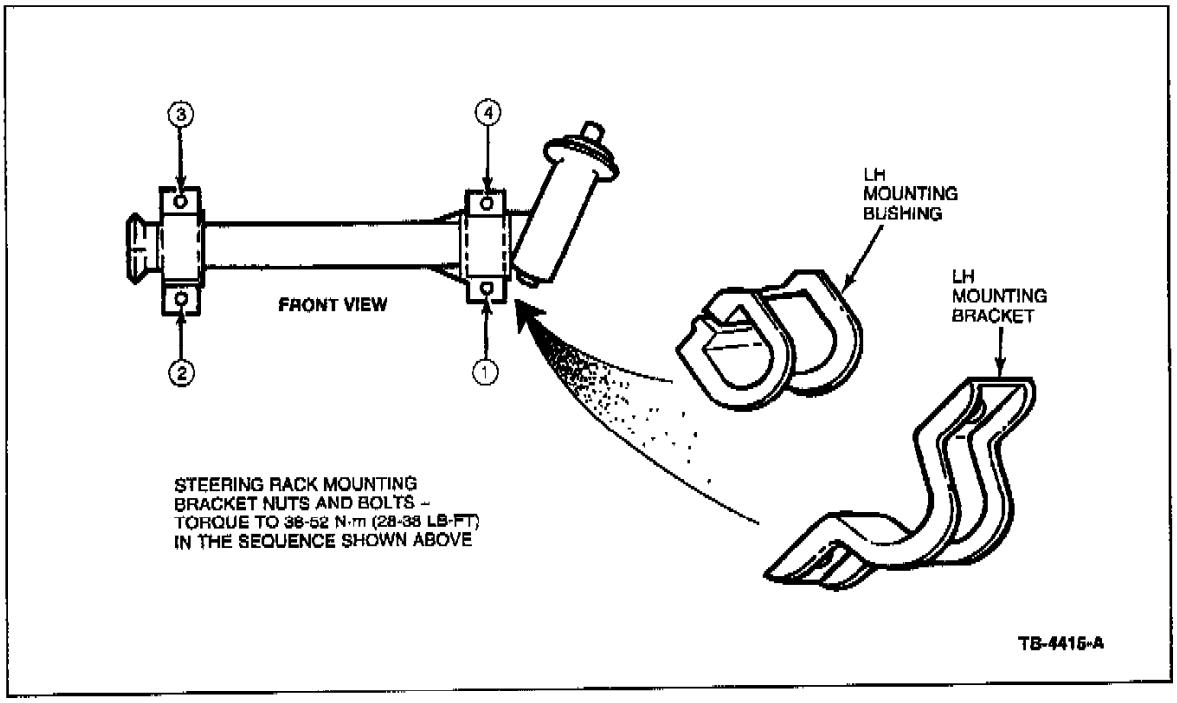

Figure 2
1. Remove the four (4) steering rack mounting bracket nuts and bolts (Figure 2).
6. Reinstall the four (4) steering rack mounting nuts and bolts.
7. Torque the nuts to 38-52 N-m (28-38 lb-ft) in the sequence shown in Figure 2.